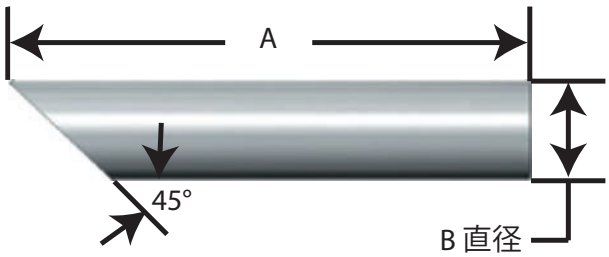

图 47: 冲头规格
冲头 - 从阀瓣座 (8) 拆下阀瓣 (6) 需要两个冲头（参见图 47 和表 27a）。